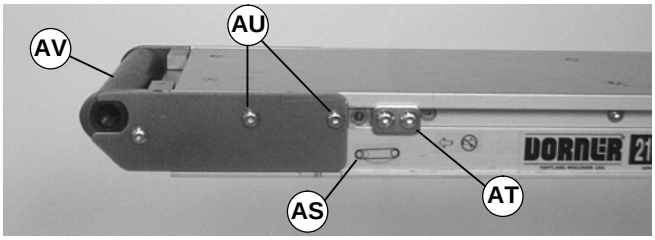

Figure 16
6. Remove tension door screws (AP) on each side of the center drive module.
7. Using finger grip holes (AQ), open the tension door (AR) to release conveyor belt tension.
8. On tension end of the conveyor, identified with label (AS of Figure 16), loosen tracking cam assemblies (AT) and cover plate screws (AU) on both sides of the conveyor.
10. Using finger grip holes (AQ), open the tension door (AR) to release conveyor belt tension.
11. On tension end of the conveyor, identified with label (AS of Figure 16), loosen tracking cam assemblies (AT) and cover plate screws (AU) on both sides of the conveyor.
12. Slide the cam assemblies toward the center of the conveyor and push the end (AV) into the conveyor frame.